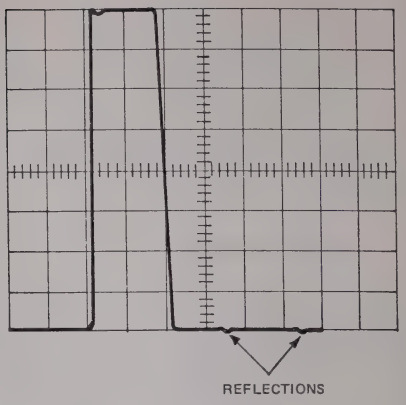

Figure 6-12. Delay Line Termination Adjustment Reflections
i. Set TIME/DIV to 0.1 uSEC. Adjust DELAY LINE TERMINATION ADJUST control A1A1A5C20 to minimize delay line reflections. See figure 6-12.